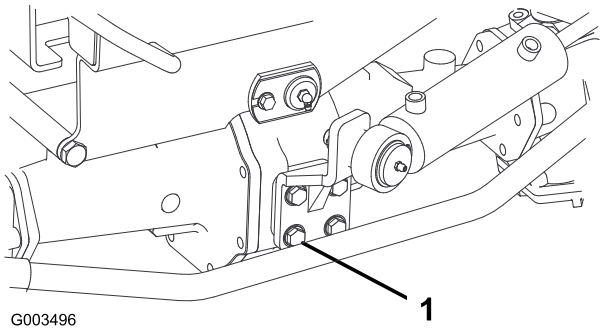

Figur 55
2. Kontroller tilspændingsmomentet for styretøjscylinderens monteringsbolte (Figur 55). Momentet bør være 65 til 81 Nm.